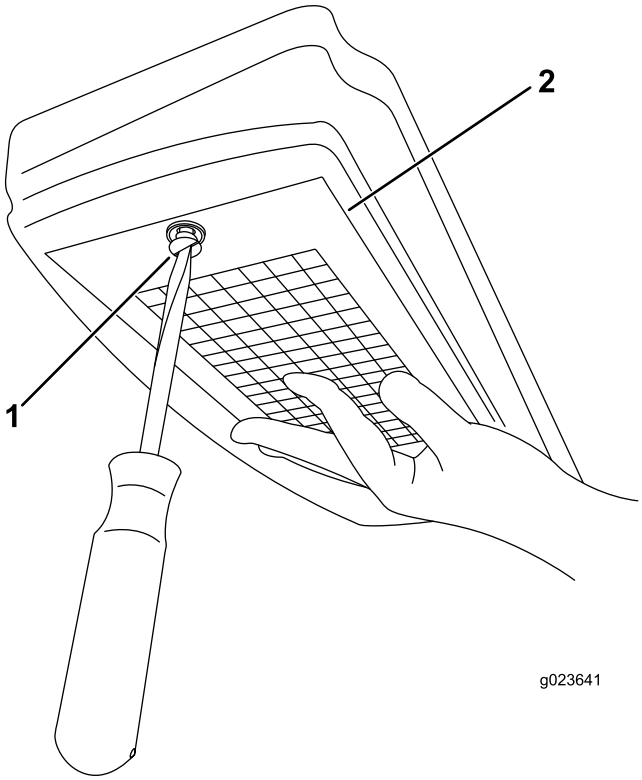

Rysunek 129
3. Wykręć śrubę i zdejmij pokrywę, pod którą znajduje się filtr powietrza (Rysunek 129).